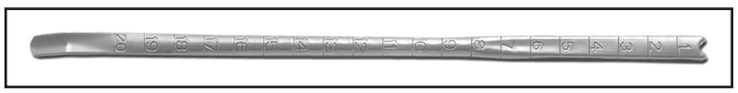

Figure 7. Proximal Tool
- This tool is designed to facilitate the insertion of the proximal portion of the cylinder into the corpora, and may also be used to assist in closing (Figure 7).